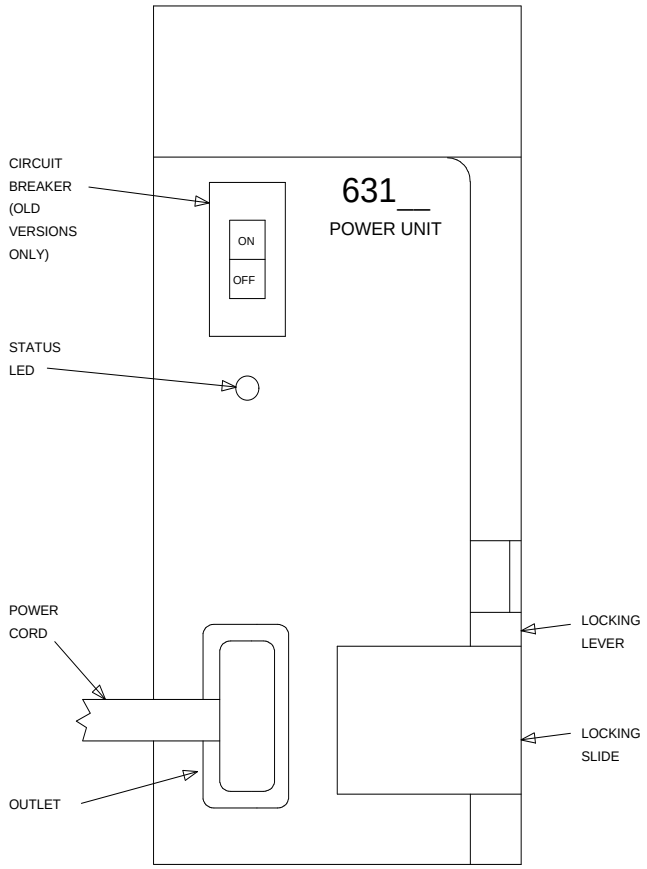

Figure 10-47. 631-Type Power Unit
a. Operate circuit breaker on power unit to be added to OFF position. (See Figure 10-47.)
c. Move locking slide on power unit to its leftmost position (See Figure 10-47) and open lever.
f. Move locking slide on power unit to its rightmost position (See Figure 10-47).